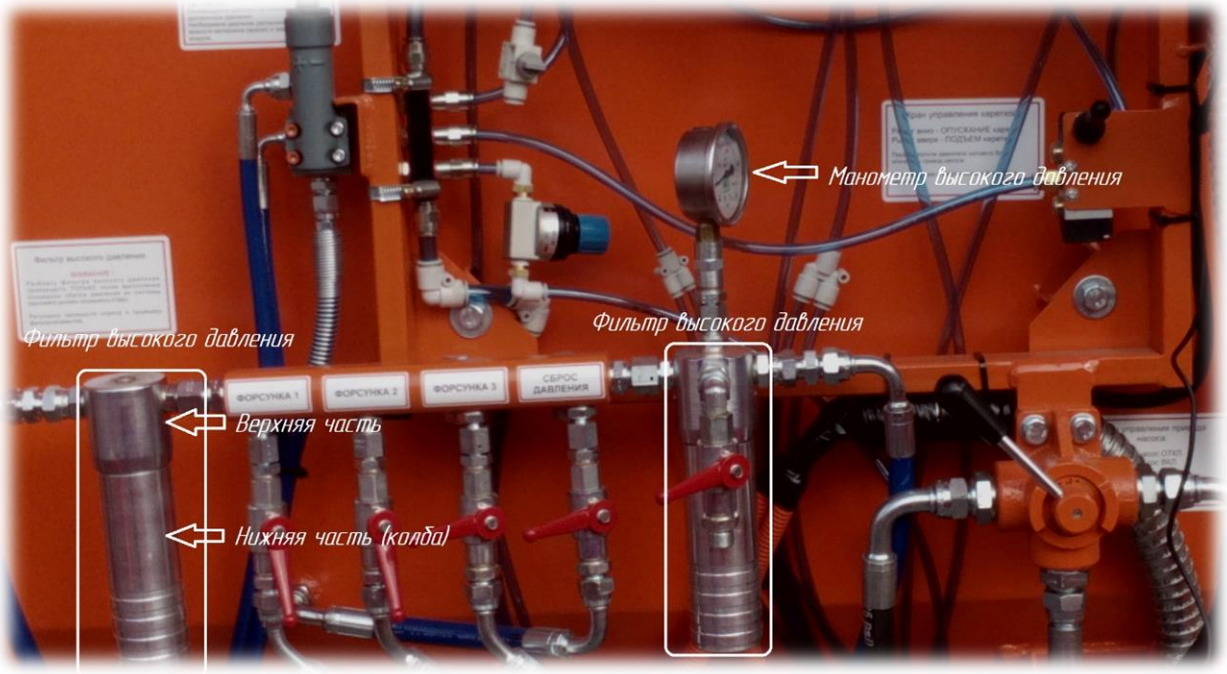

Рис. 35
- устройство для фильтрации материала, выдерживает воздействие высокого давления. В верхнюю часть ввернут манометр высокого давления (рис.35). В нижней части – стакан на резьбовом соединении. После снятия стакана открывается доступ к сетчатому фильтроэлементу.
- отображает значение давления в магистрали высокого давления материала. Устанавливается в верхней части фильтра высокого давления (см. рис. 35 выше).